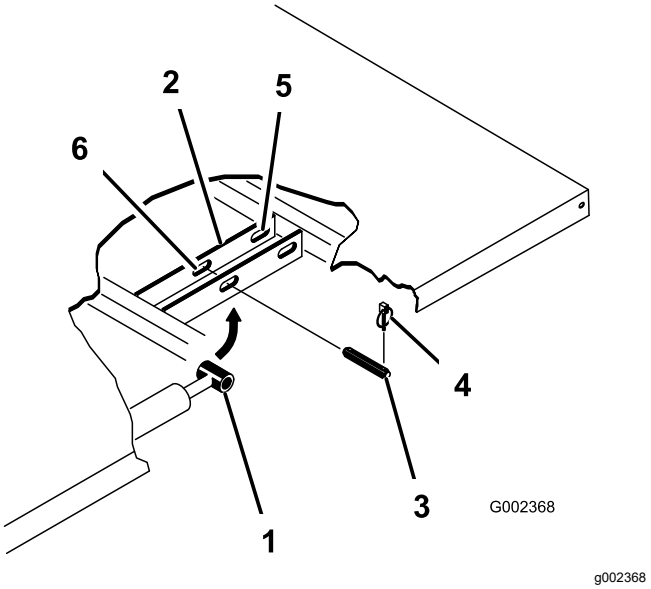

**Figuur 33**
3. Verwijder de lynchpennen van de uiteinden van de gaffelpennen van de cilinderstang (Figuur 33).
4. Verwijder de gaffelpennen waarmee de uiteinden van de cilinderstang vastzitten aan de bevestigingsplaten van de laadbak, door de pennen naar binnen te drukken (Figuur 33).
5. Verwijder de lynchpennen en de gaffelpennen waarmee de draaibeugels zijn bevestigd aan de framebalken (Figuur 33).